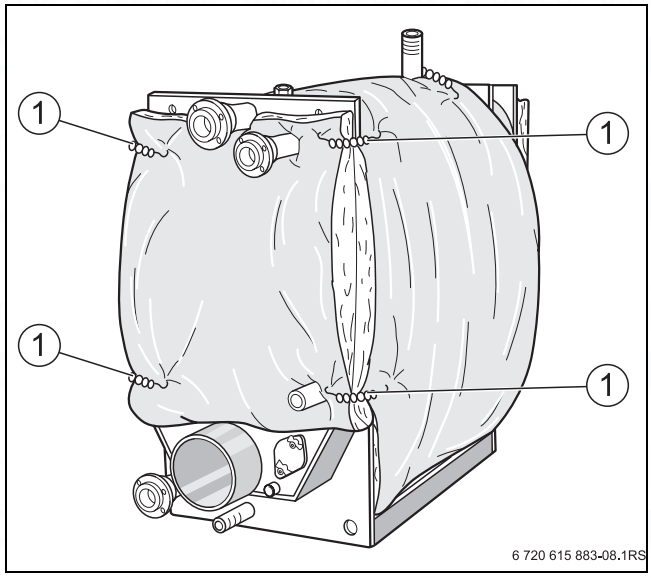

Fig. 9 Positioning and securing the rear insulation section
- Place the rear insulation section onto the rear of the boiler in the position dictated by the openings and secure to the right and the left onto the wrap-around insulation with 4 spring hooks (→ Fig. 9).